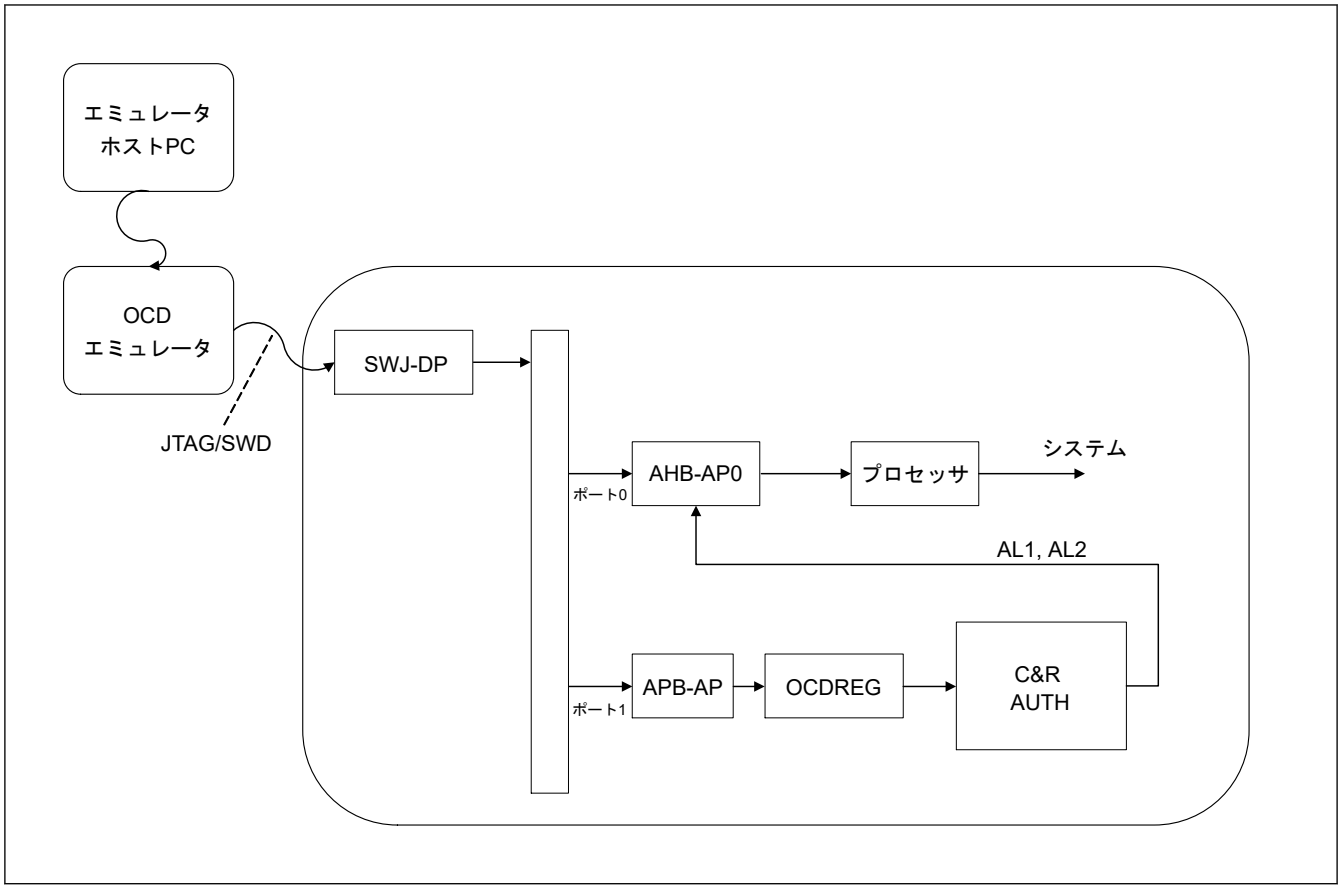

図 2.5　JTAG/SWD による認証レベルの制御
- JTAG/SWD を使用。図 2.5 を参照してください。